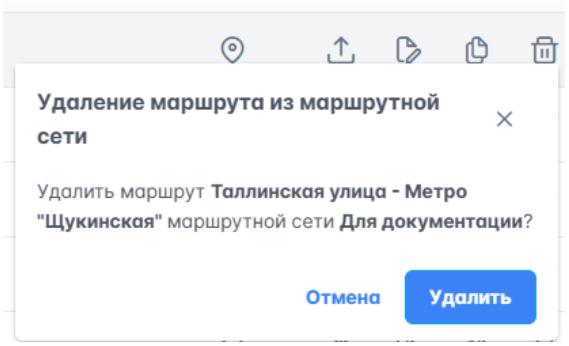

Рисунок 51 – Удаление маршрута из МС
2. В таблице данных блока маршрутов текущей МС в столбце "Опции" нажать на , откроется окно подтверждения удаления (рисунок 51).